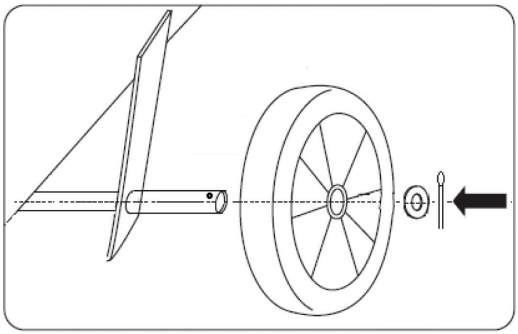

Рис. 2
3.Установите на компрессор транспортировочные колеса (Рис. 2).